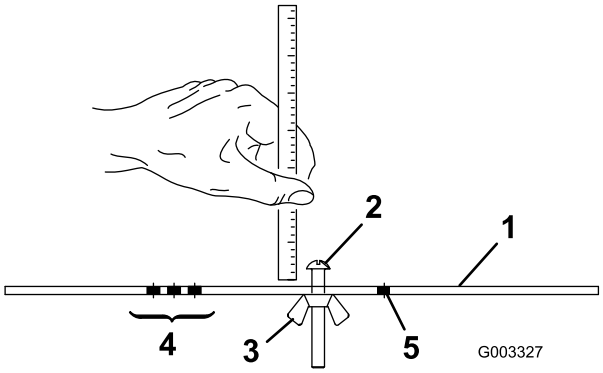

Figur 15
2. Lossa muttern på mätstången (Figur 15) och ställ in justerskruven till önskad klipphöjd. Avståndet mellan skruvhuvudets nedersta del och stångens ovansida är lika med klipphöjden.